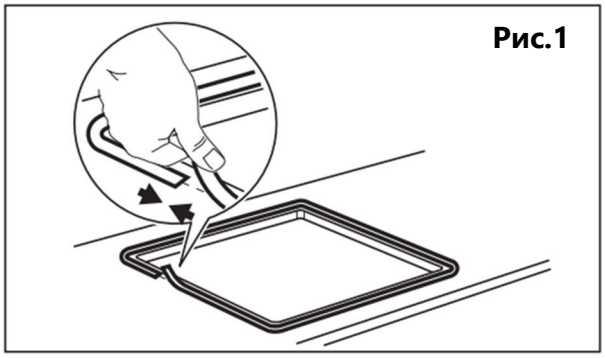

Рис.1
3. Проложите по периметру прибора уплотнитель, поставляемый в комплекте, на углах прибора уплотнителя должно быть больше, чем на остальном периметре (рис.1).